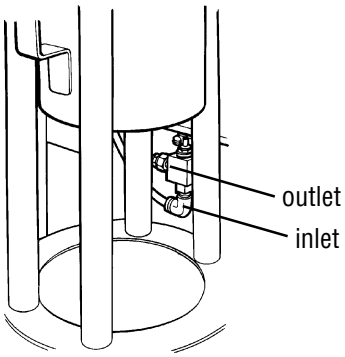
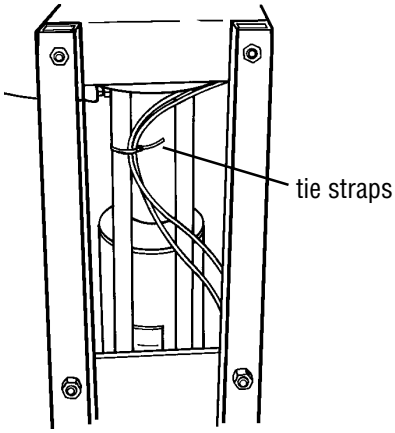

Figure 2
Figure 3
8. Insert the marked air hose (inlet) into the 90° fitting on the bottom of the control valve as shown in Figure 2. Tighten the nut to crimp the hose to the fitting. Insert the other air hose into the straight fitting on the side of the control valve, and tighten the nut. Attach tie straps to air hoses as shown in Figure 3.